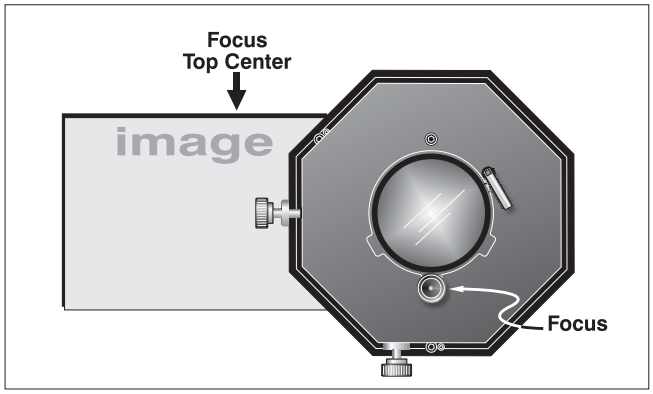

Figure 2.48. Adjust Top Focus
7. When the left/right boresighting is complete, focus the image at the top edge of the screen (Figure 2.48).